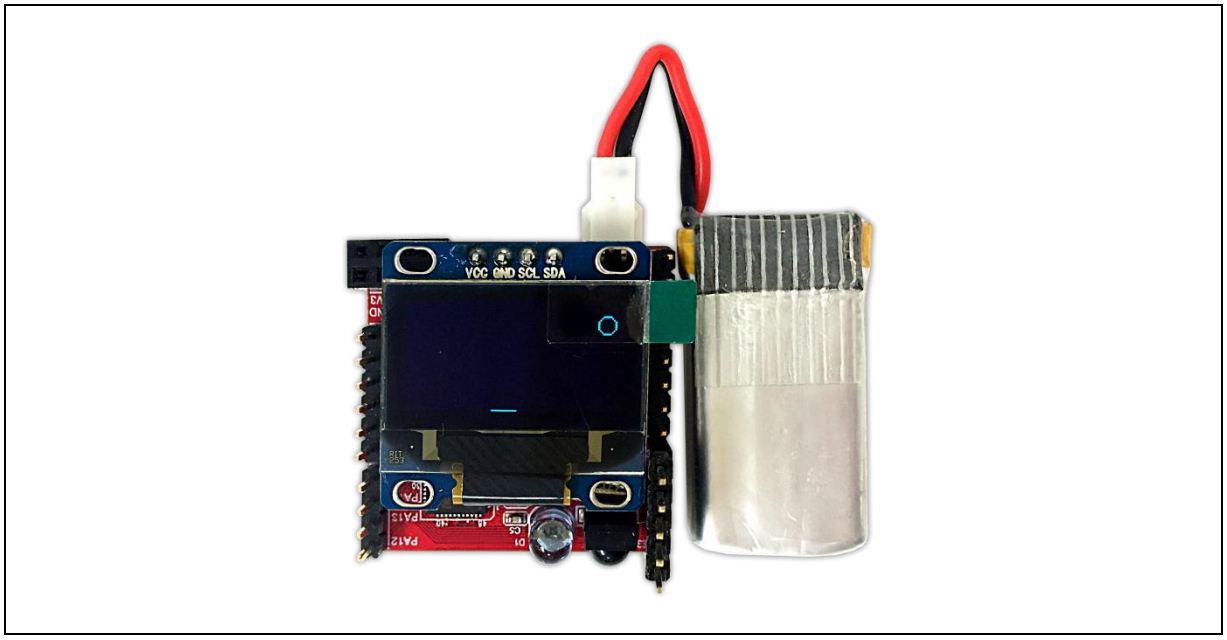

Figure 5-5 NuMaker Uni Sample Code Running
4. After download, MCU should be up and running. If not, please reconnect USB cable to power it up again. In this sample code, it is using IMU to detect motion for controlling the bar to bounce the ball back, as shown in Figure 5-5.
4. After download, MCU should be up and running. If not, please reconnect the USB cable to power it up again. In this sample code, it is using IMU to detect motion for controlling the bar to bounce the ball back, as shown in Figure 5-5.